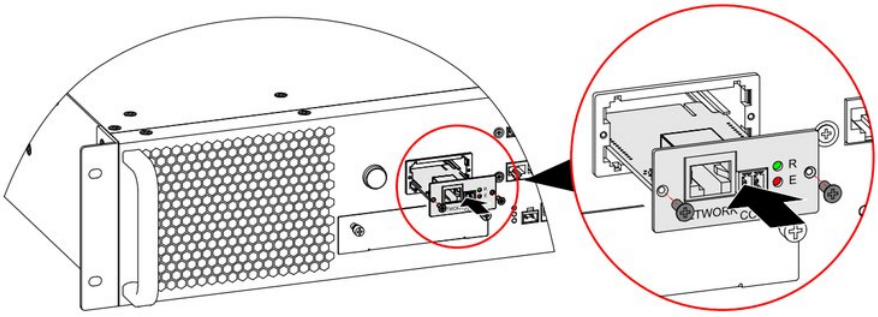

FIGURE 3-22 Install SNMP card
2. Install the SNMP card on the bypass unit with 2 screws, as shown in Figure 3-22.